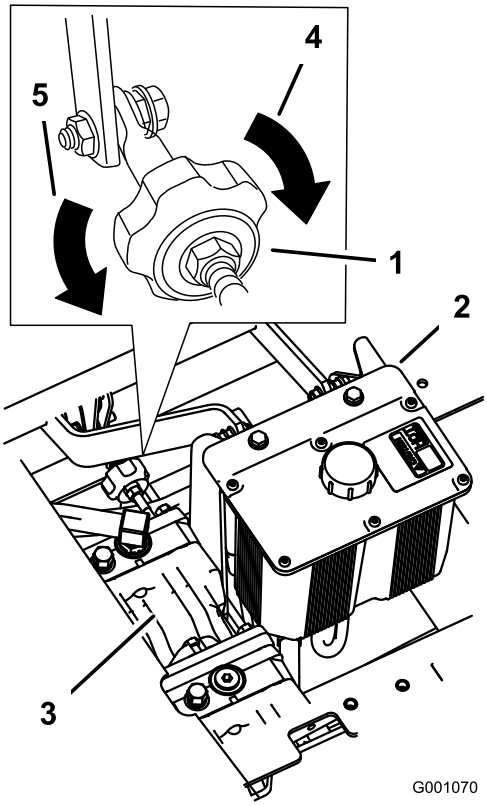

Figur 73
2. Ställ in pumpstavslängden genom att vrida ratten i lämplig riktning tills hjulet står stilla eller långsamt roterar bakåt (Figur 73).